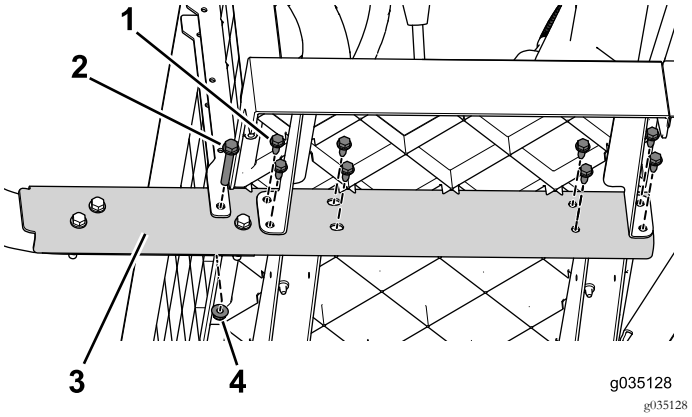

Figur 64
3. Ta bort flänsskruvarna (3/8 x 2 1/2 tum) och muttrarna som håller fast sidoskenan på maskinen (Figur 64). Gör samma sak på båda sidor av maskinen.
4. Börja framifrån och gå bakåt. Ta bort flänsskruvarna (5/16 x 3/4 tum) som håller fast sidoskenan på maskinen (Figur 64). Gör samma sak på båda sidor av maskinen.